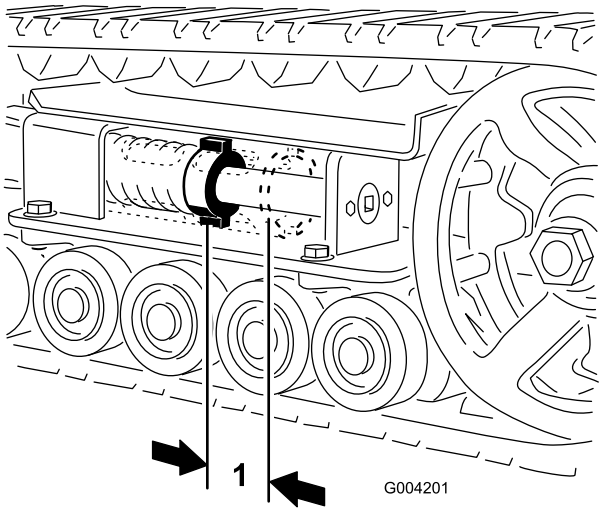
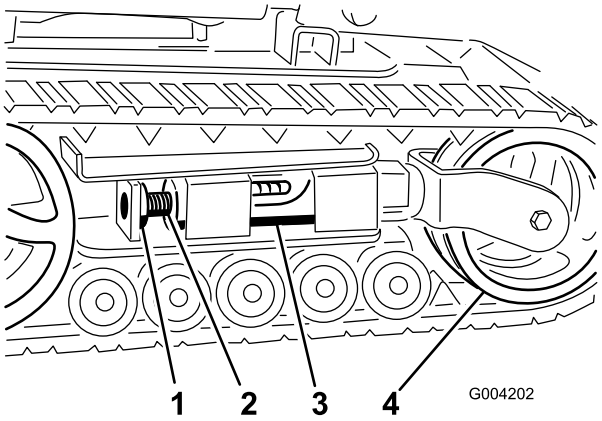
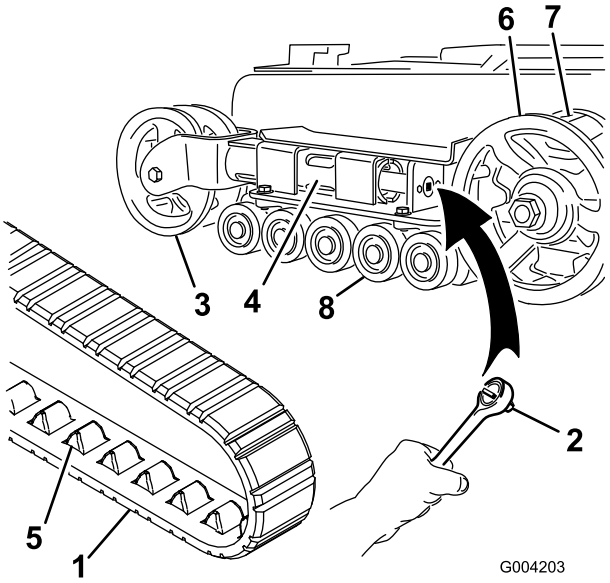
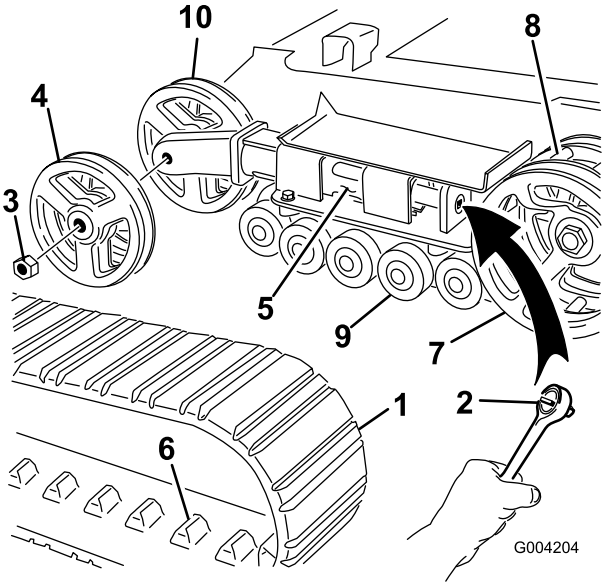

Figur 43
Figur 44
Figur 45
Figur 46
Det ska vara 7 cm mellan spännmuttern och spännrörets baksida (Figur 43). Om så inte är fallet ska larvbandens spänning justeras enligt följande:
3. Ta bort låsbulten och muttern (Figur 44).
4. Använd en 1/2-tums drivhylsa (Figur 45), vrid spännskruven motsols tills avståndet mellan spännmuttern och spännrörets baksida (Figur 43) är 7 cm.
5. Rikta in den närmaste skåran i spännskruven med låsbultens hål, och säkra skruven med låsbult och mutter (Figur 44).
4. Använd en 1/2-tums drivhylsa och lossa drivspänningen genom att vrida spännskruven medsols (Figur 44 & Figur 45).
5. Tryck spännhjulet mot bakre delen av enheten för att trycka gaffelröret mot ramen (Figur 45). (Om det inte rör vid ramen, fortsätt vrida spännskruven tills det vidrör ramen.)
7. När larvbandet är av spännhjulet kan du ta av det från drivhjulet och väghjulen (Figur 45).
8. Börja vid drevet och dra det nya larvbandet runt det. Kontrollera att spåren på larvbandet passar in mellan distansbrickorna på drevet (Figur 45).
9. Tryck in larvbandet under och mellan väghjulen (Figur 45).
11. Vrid spännskruven motsols tills avståndet mellan spännmuttern och gaffelrörets baksida (Figur 43) är 7 cm.
4. Använd en 1/2-tums drivhylsa och lossa drivspänningen genom att vrida spännskruven medsols (Figur 44 & Figur 46).
5. Tryck spännhjulet mot bakre delen av enheten för att flytta spännröret mot ramen (Figur 46). (Om det inte rör vid ramen, fortsätt vrida spännskruven tills det vidrör ramen.)
6. Ta bort muttern som håller fast det yttre spännhjulet, och ta därefter bort hjulet (Figur 46).
7. Ta bort larvbandet (Figur 46).
8. Ta bort muttern som håller fast det inre spännhjulet, och ta därefter bort hjulet (Figur 46).
12. Montera det inre spännhjulet och fäst det med den mutter som avlägsnades tidigare (Figur 46).
14. Montera det nya larvbandet, och kontrollera att tapparna på bandet passar in mellan distansbrickorna mitt i drevet (Figur 46).
15. Montera det yttre spännhjulet och fäst det med den mutter som avlägsnades tidigare (Figur 46).
17. Vrid spännskruven motsols tills avståndet mellan spännmuttern och spännrörets baksida (Figur 43) är 7 cm.